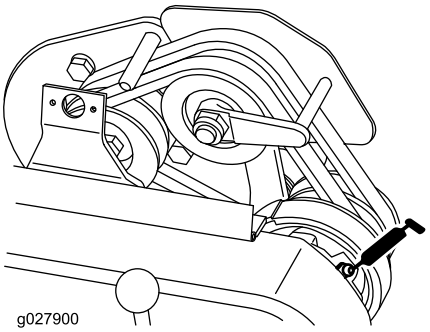

Figur 21
- En på drivaxelns lager (Figur 21)